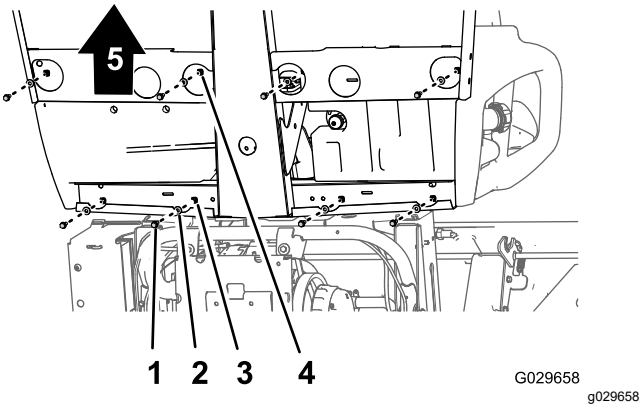
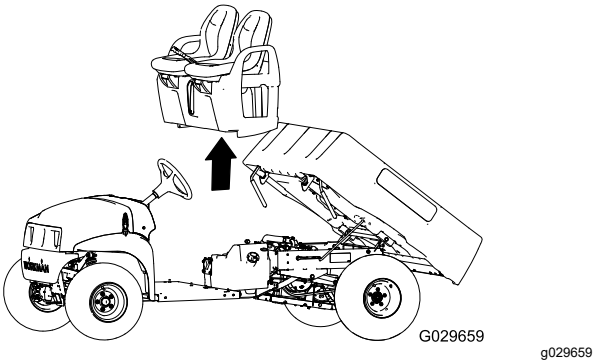

Figuur 45
Figuur 46
1. Verwijder aan de onderkant van de machine de 8 flenskopbouten en 8 ringen waarmee de stoelbasis is bevestigd aan de vloerplaat en het achterste kanaal van de cabine (Figuur 45).
2. Til voorzichtig de stoelen, de stoelbasis en de kabels van de parkeerrem van de machine (Figuur 45).
1. Til de stoelen en de stoelbasis op de machine en lijn de remkabels uit met het chassis (Figuur 45 en Figuur 46).
2. Lijn de openingen in de stoelbasis uit met de openingen in de vloerplaat en het achterste kanaal van de cabine (Figuur 45 en Figuur 46).